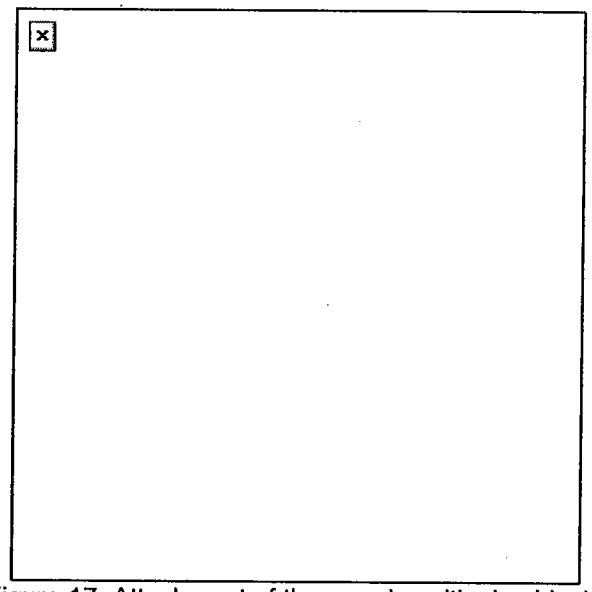

Figure 17. Attachment of the round positioning block.
(1) Turn the receiver upright.
(2) Rotate the charger handles to the straight-up position.
(3) Line up the lugs on the charger with the slots in the receiver rail. Insert the charger lugs into the slots.
(4) Hold the charger tightly against the rail. Slide the charger forward until it locks into place.
b. Attach the round positioning block (Figure 17).